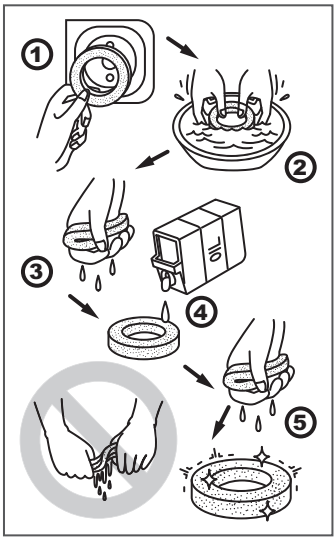

Рис. 14 Обслуживание фильтрующего элемента
(1) Техническое обслуживание должно осуществляться более часто, при работе в пыльных условиях.
(2) Данный вид работ необходимо выполнять в авторизованном сервисном центре.
4. При незначительном загрязнении промойте поролоновый фильтрующий элемент теплым мыльным раствором и просушите. Смочите специальным или чистым моторным маслом, после чего отожмите излишки масла (Рис. 14).